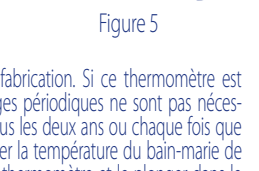

Figure 5
3. Retirer délicatement la carte du circuit en plastique avec le compartiment de la pile d'environ 1 cm (un peu moins de 0,5 pouce) (voir Figure 5).
4. Utiliser un objet pointu comme un stylo pour retirer la pile usagée. Éliminer la pile conformément aux réglementations en vigueur. La remplacer par une pile bouton neuve de 1,5 V CC LR41 ou SR41, UCC392 ou équivalente. S'assurer que la pile est installée avec la polarité « + » vers le haut. (Voir la Figure 5)